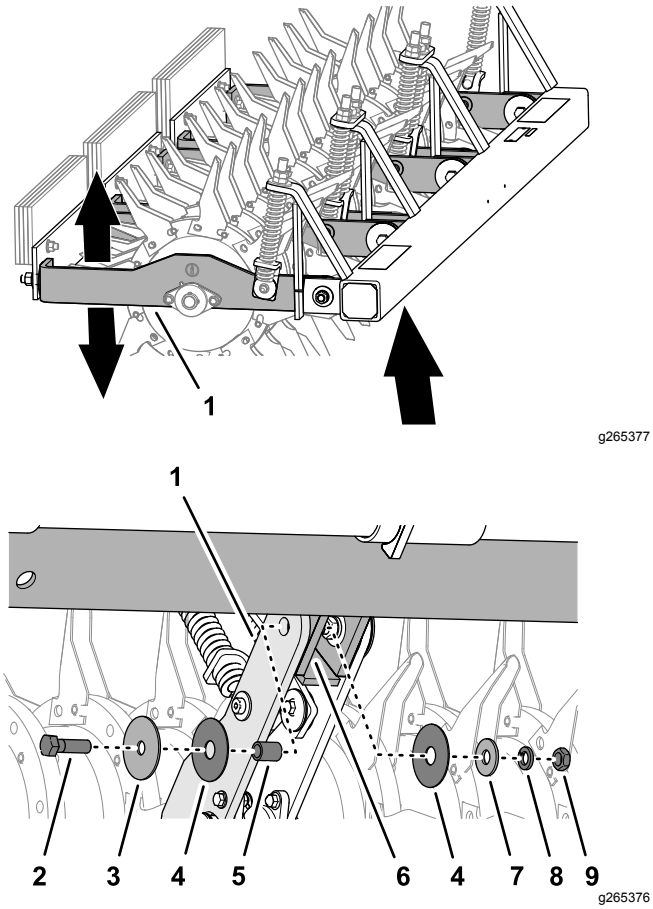

Figure 28
The 6 main arms pivot freely horizontally and vertically to allow the unit to follow the contour of the ground. A bronze bushing is pressed inside the pivot holes between the main arms and frame mounting brackets (Figure 28).
2. Check that the 6 main arms pivot freely (Figure 28).
B. Remove the bolt, nut, washers, and bushing, that secure the main arm to the frame mounting bracket (Figure 28) and check the hardware for wear.
C. Assemble the main arm to the frame mounting bracket with the bolt, nut, washers, and bushing (Figure 28).